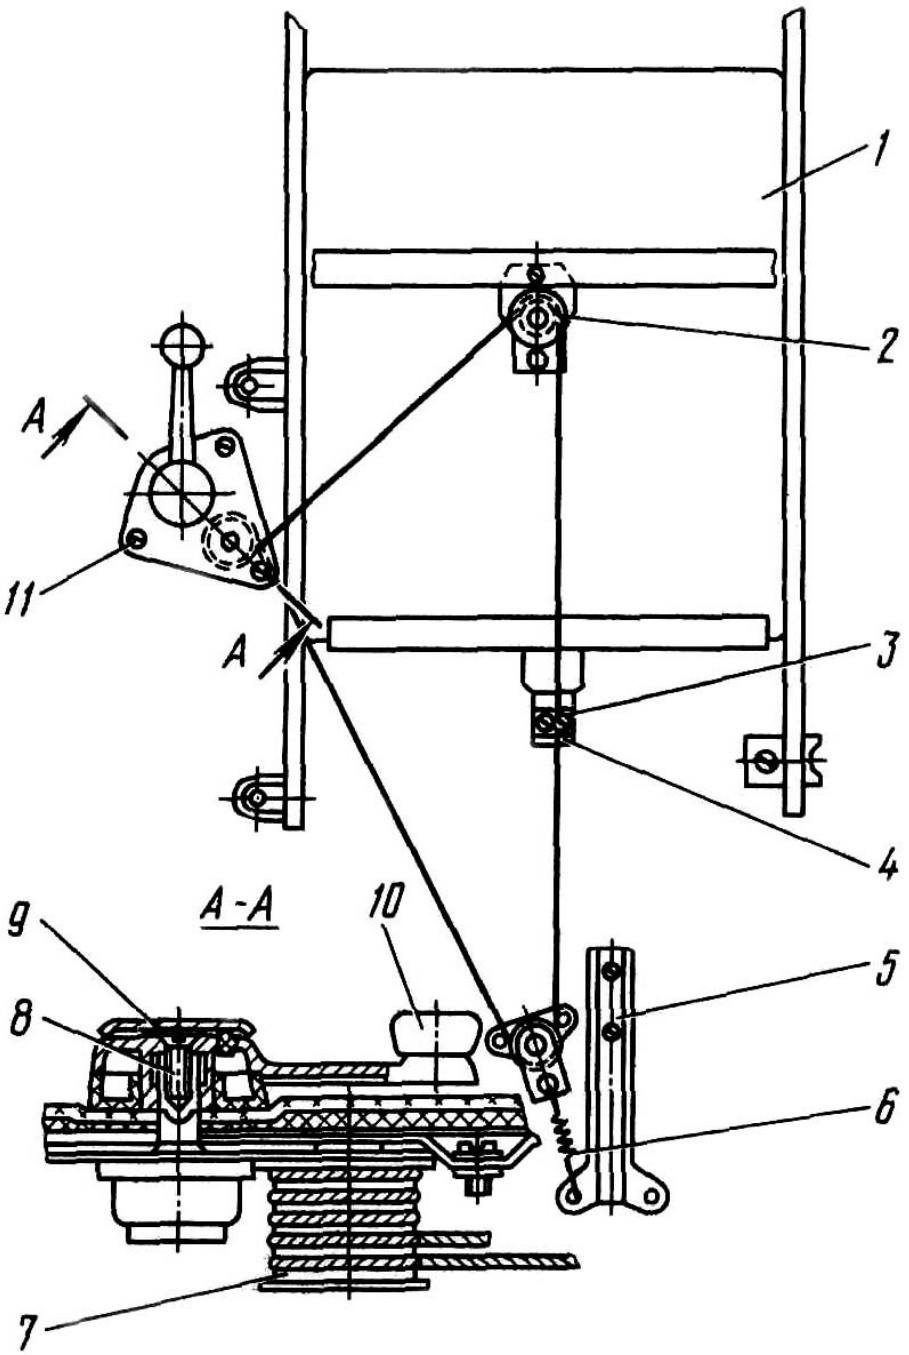

Рис.123. Стеклоподъемник:
1. Выньте заглушку 9 (рис.123) ручки стеклоподъемника. Выверните винт 8 крепления ручки 10 и снимите ее.
3. Установите в рабочее положение кронштейн пружины 6 (см. рис.123), совместив отверстия крепления в кронштейне и в панели двери.